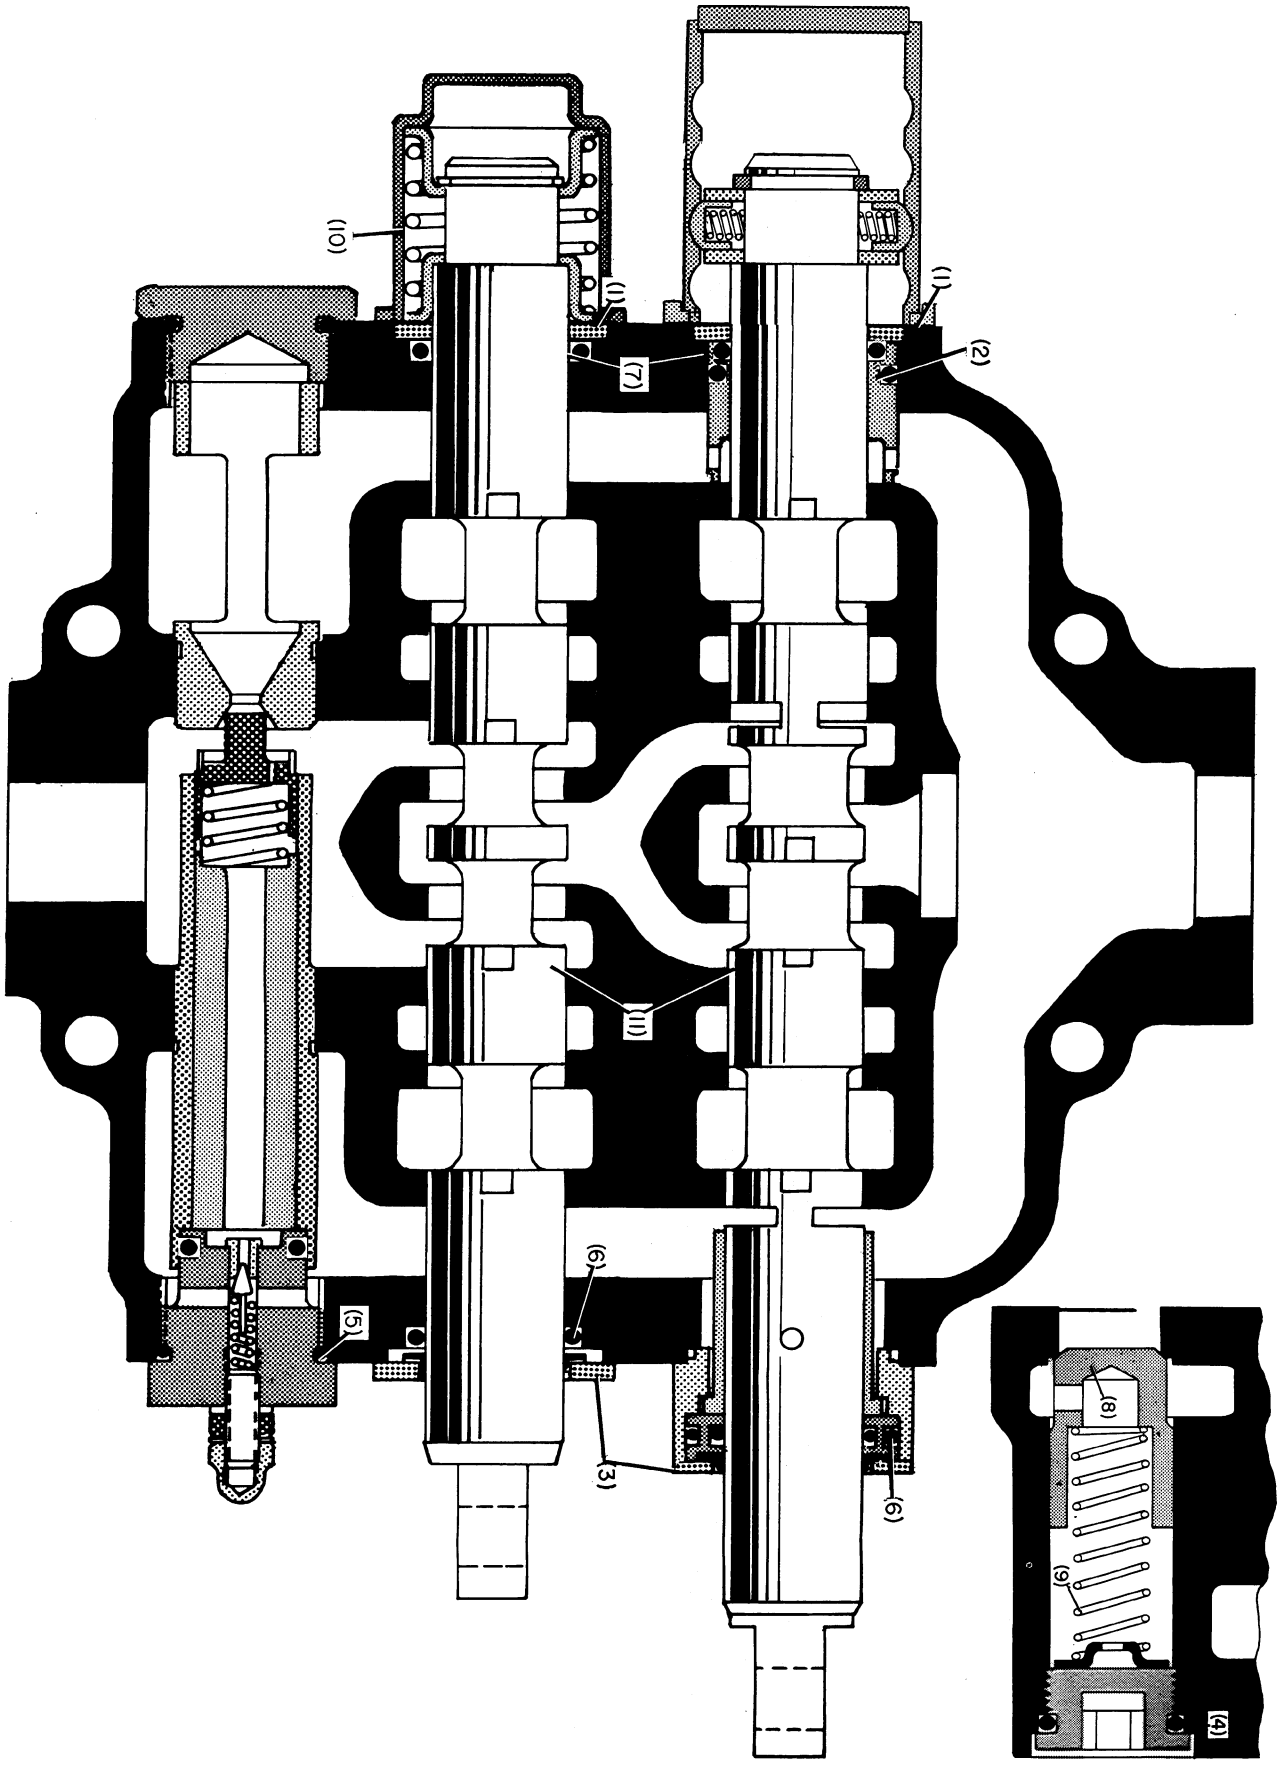

Figure D-85
1. External oil leakage between valve body and spool end caps because end caps are not tight, Figure D-85. (1)	1. Tighten the spool end caps, Figure D-85. (1)
2. External oil leakage between valve body and float spool housing due to damaged "O" ring, Figure D-85. (2)	2. Replace worn or damaged "O" ring, Figure D-85. (2)
3. External oil leakage between valve body and spool retainer plate due to loose retainer plate screws, Figure D-85. (3)	3. Tighten retainer plate screws, Figure D-85. (3)
4. External oil leakage around poppet valve caps due to damaged "O" ring, Figure D-85. (4)	4. Replace worn or damaged "O" ring, Figure D-85. (4)
5. External oil leakage around the pressure relief valve cap due to damaged "O" ring, Figure D-85. (5)	5. Replace worn or damaged "O" ring, Figure D-85. (5)
1. Internal oil leakage between spool and wiper due to damaged "O" ring, Figure D-85. (6)	1. Replace worn or damaged "O" ring, Figure D-85. (6)
2. Internal oil leakage into the spool end caps due to damaged "O" ring, Figure D-85. (7)	2. Replace worn or damaged "O" ring, Figure D-85. (7)